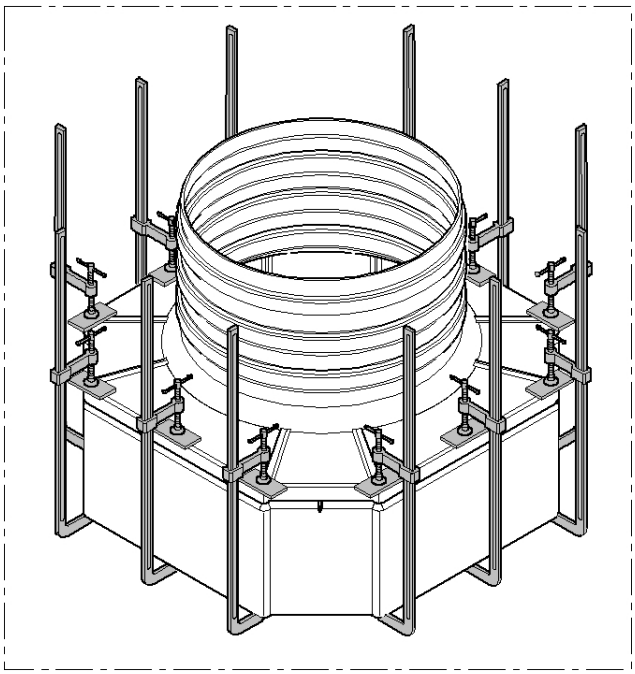

Fig. 3
- Bloquear los dos componentes utilizando 12 cierra-juntas adecuadamente apretados (8 cierra-juntas en correspondencia de los bordes y 4 cierra-juntas centrados en los lados largos). (Fig. 3)